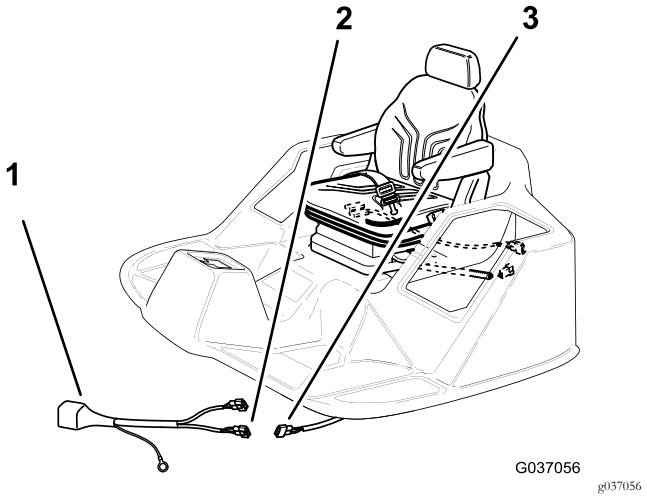

Figura 20
2. Conecte el conector de 2 palas del arnés del relé en el conector hembra de 2 vías (Figura 20) del arnés de cables de la máquina que desconectó en el paso 1 de 2 Retirada del asiento (página 4).